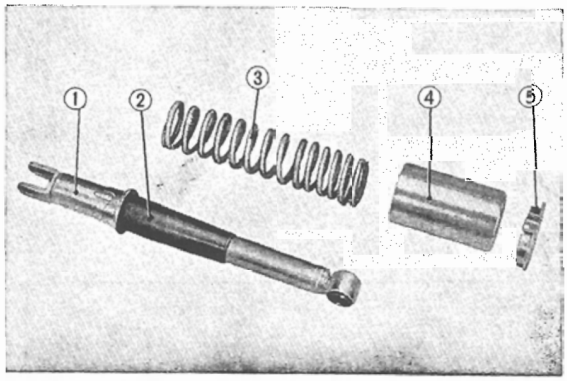

Fig. 4.69 Component parts of rear cushion
3. Disassembly of the rear cushion damper is not necessary. **(Fig. 4.69)**